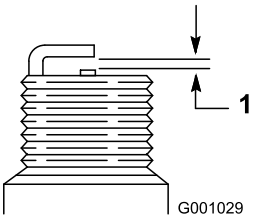

Figur 50
4. Still mellomrommet mellom elektrodene på en ny tennplugg til 0,76 mm (Figur 50).